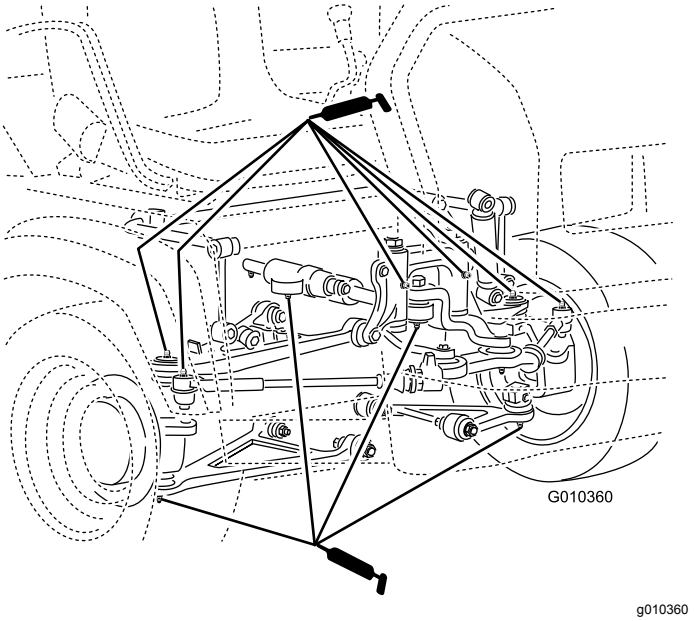

Figur 29
- **Kugleled (4)**, se Figur 29
- **Forbindelsesstænger (2)**, se Figur 29
- **Drejebeslag (2)**, se Figur 29
- **Styretøjscylinder (2)**, se Figur 29